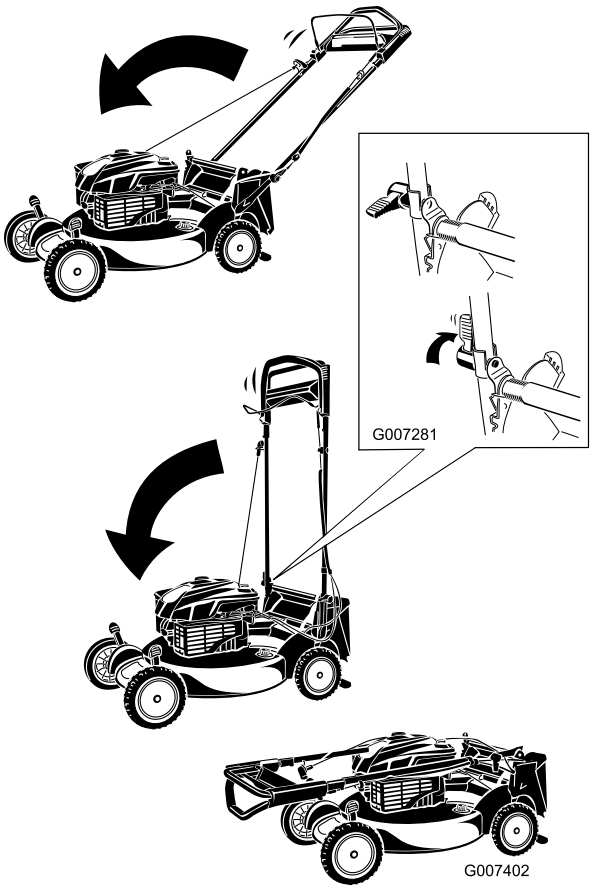

Figur 42
1. Roter håndtaket forover (Figur 42).